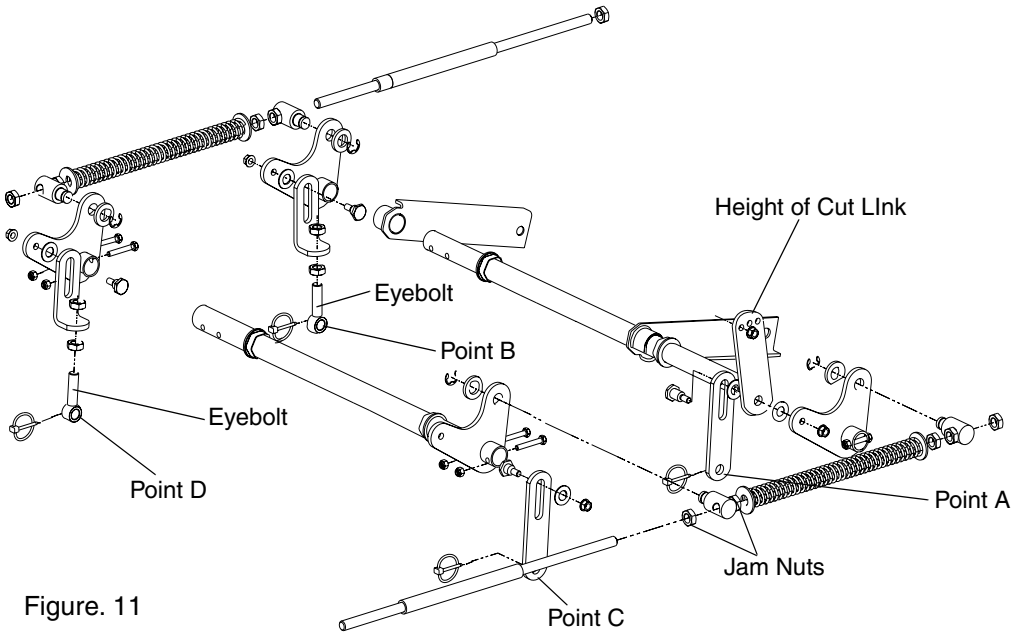

Figure. 11
a. Remove the nuts from the lap bar mounting bolts (see Fig. 11).